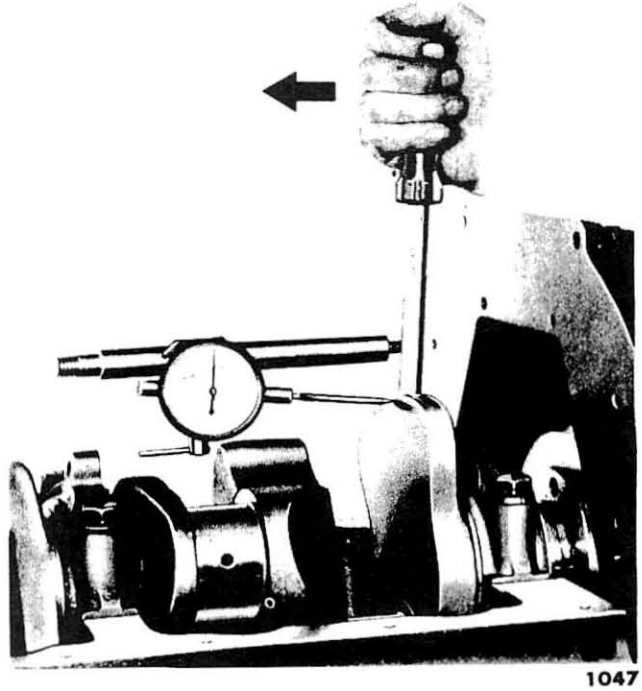

Fig. 22—Checking Crankshaft End Clearance
(5) *CHECKING CRANKSHAFT END CLEARANCE.* Before you install new rear main bearing inserts the crankshaft end play should be checked. To check the crankshaft end play, pry the crankshaft toward the rear of the engine. Place a dial indicator against the forward side of the rear counterweight. Set the dial to zero and then pry the shaft forward (fig. 22).